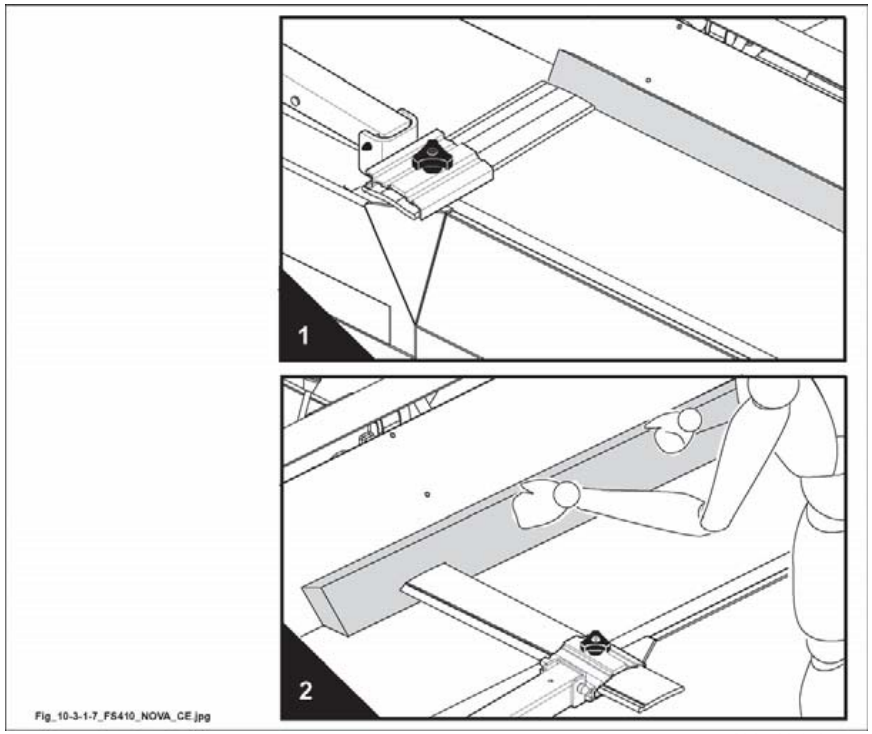

Abb. 10.3-1-7
- Das Werkstück entlang dem Fügeanschlag und dem Ausgabetisch nach vorn bewegen: zu diesem Zweck die Hand mit geballter Faust halten und Werkstück mit der rechten geballten Hand vorschieben (2 Abb. 10.3-1-7).